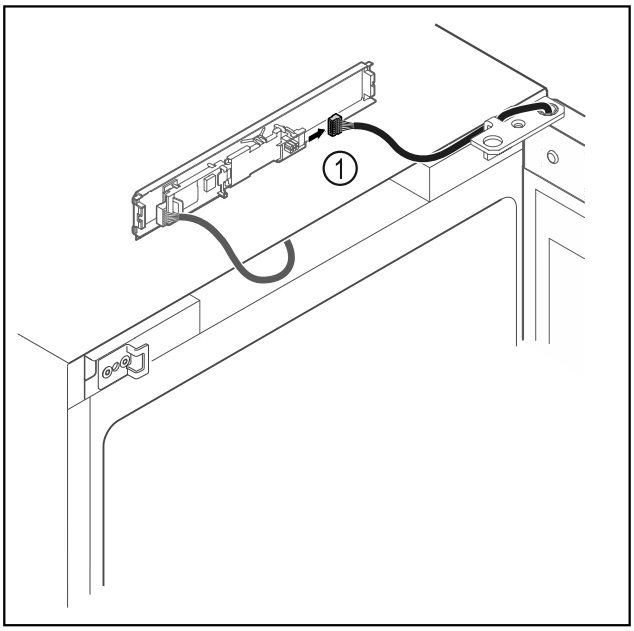

Fig. 8
▶ Scoateți fișa *Fig. 8 (1)* de la placa electronică.